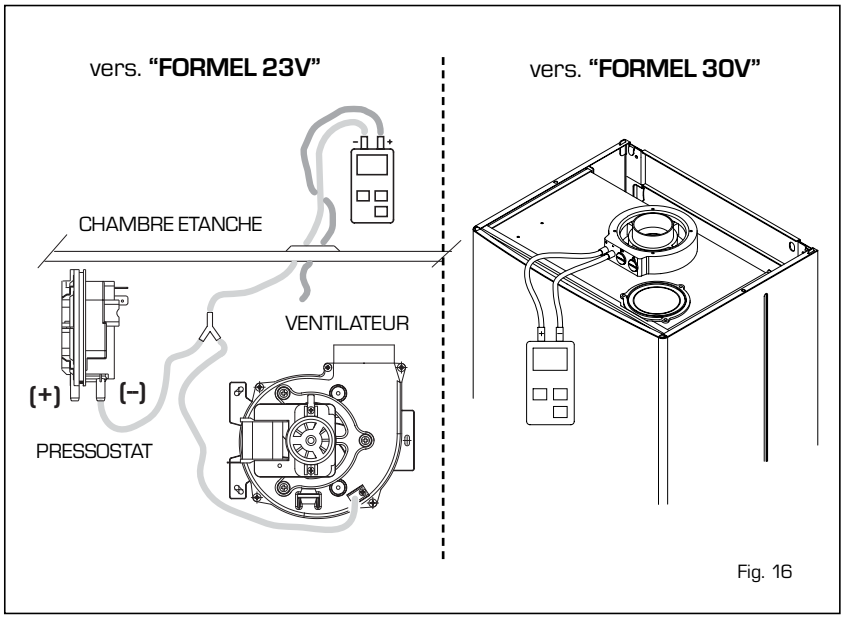

Fig. 16
3.5 PRESSOSTAT FUMEES "23V - 30V" (fig. 16)
Il est en mesure de garantir la fonctionnalité de la chaudière même avec des tuyauteries d'aspiration et d'évacuation à la limite maximum de longueur permise. La valeur de signal au pressostat est mesurée avec un manomètre différentiel relié comme indique en la fig. 16.